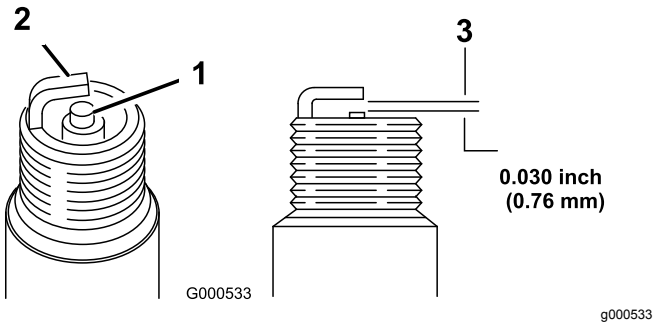

Rysunek 27
5. Ustaw przerwę na świecy na 0,76 mm w sposób widoczny na Rysunek 27.